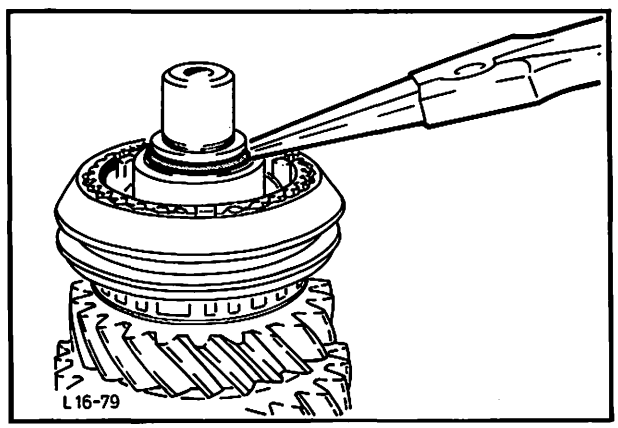

Abb. 95 Sprengring – Synchronkupplungsnabe 3./4. Gang entfernen
21. Sprengring – Synchronkupplungsnabe 3./4. Gang entfernen. Kupplungsnabe mit Synchronringen und Zahnrad 3. Gang von Hand abziehen, Abb. 95.